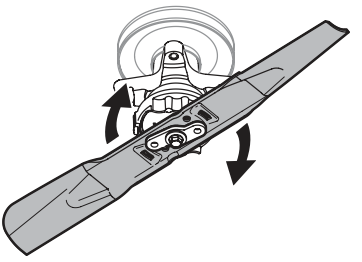

Fig. 53
5. Tournez la lame vers la droite pour l'aligner avec l'adaptateur (Fig. 53).